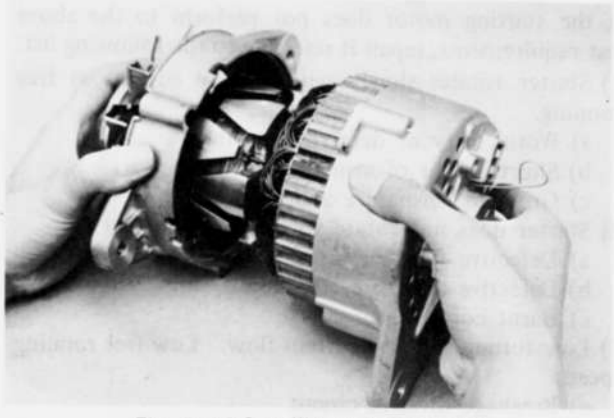

Fig. 5–24 Installing rotor assembly
1. When installing the rotor assembly to the rear housing and stator assembly, hold the brushes in position by inserting a piece of stiff wire into the hole of the brush through the rear housing as shown in Fig. 5–24.